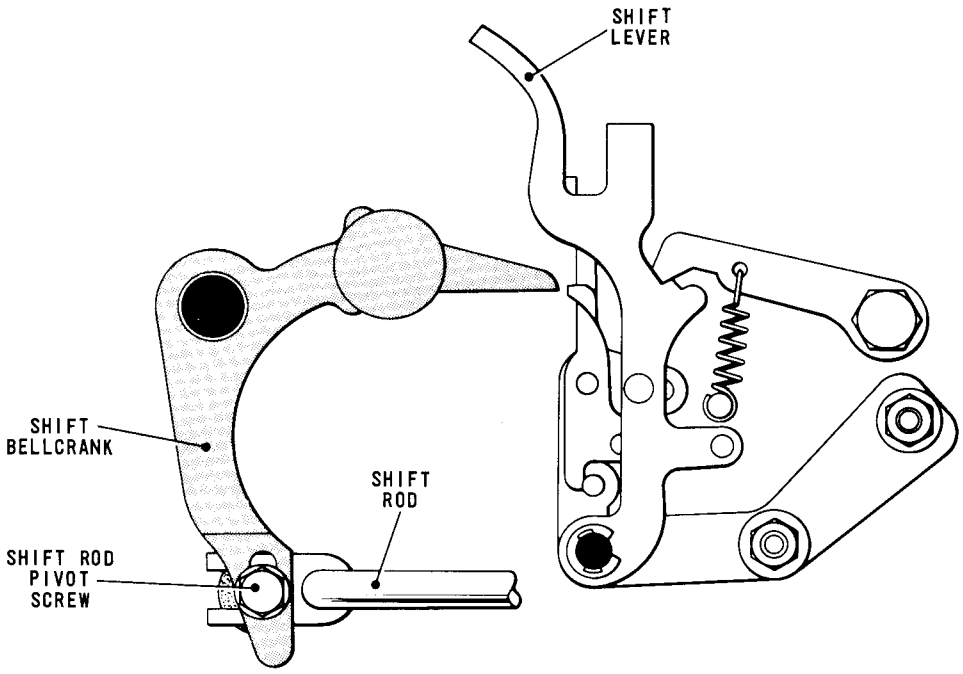

Fig. 4.53 SHIFT ROD/SHIFT BELLCRANK LINKAGE—REAR VIEW
64.4 Move the shift lever, Fig. 4.53, to the Figures position, i.e. to the right looking from the rear of the machine. Depress the figure '8' key or, if the machine has no keyboard, set up the letter combination (SMMSS) corresponding to the figure '8' on the pins. Lift the translator clutch abutment and turn the machine by hand until the printing action has taken place and the aggregate motion levers have ceased to move. Press the typehead casting towards the platen and check that the printed figure '8' is equal in density at the top and bottom and is in line with the letters 'K' and 'X' previously printed. If no adjustment is required, refit the reperforating attachment.